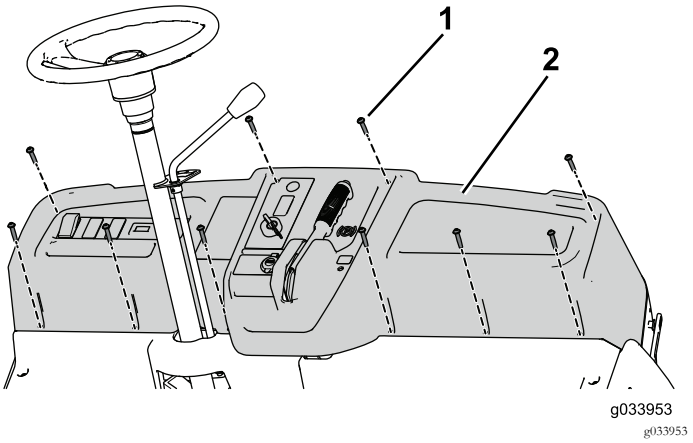

Figura 12
6. Rimuovete e conservate le 10 viti (¼" x 1¼") per rimuovere parzialmente il cruscotto e scollegate i cavi del freno di stazionamento, acceleratore e cambio (Figura 12).